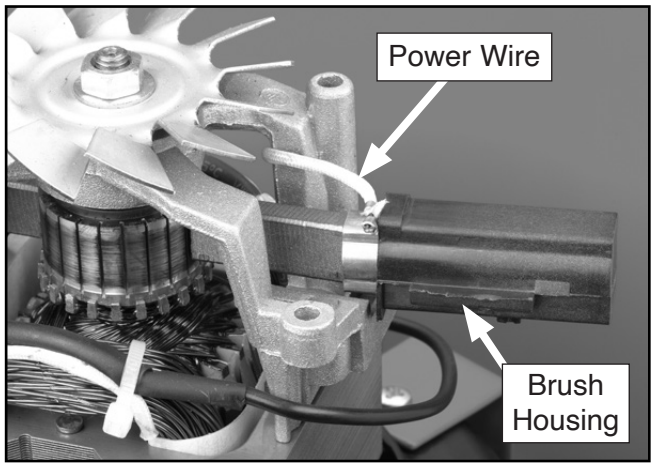

Figure 37. Brush housing removal.
6. Lift each brush housing out of its seat and unplug power wire (see **Figure 37**).